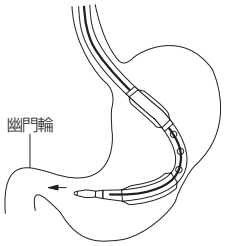

図11
10. 患者を右側臥位とし、本品の先端部を幽門側に向け、押し進めることにより胃幽門輪を通過させる。先端閉塞タイプの場合、ガイドワイヤーをスタイレットとして使用する。先端開口タイプの場合、ガイドワイヤーを先端より出し入れして使用する（**図11**）。